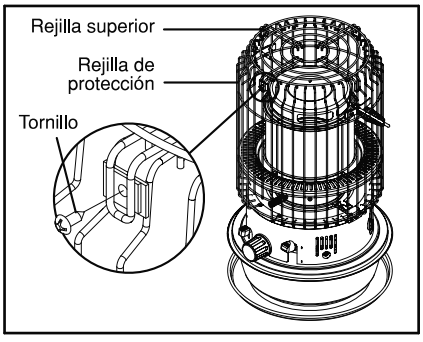

Fig. 5
- Alinee los 2 orificios en la rejillas superior con los 2 orificios de montaje en la rejilla de protección tal como se muestra en la Fig. 5.